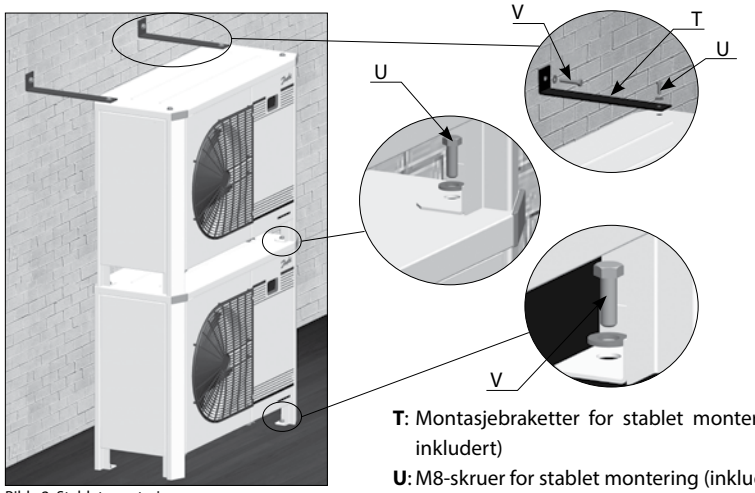

Bilde 2: Stablet montering
- Ved stabling må den øverste enheten festes til veggen som vist i bilde 2.